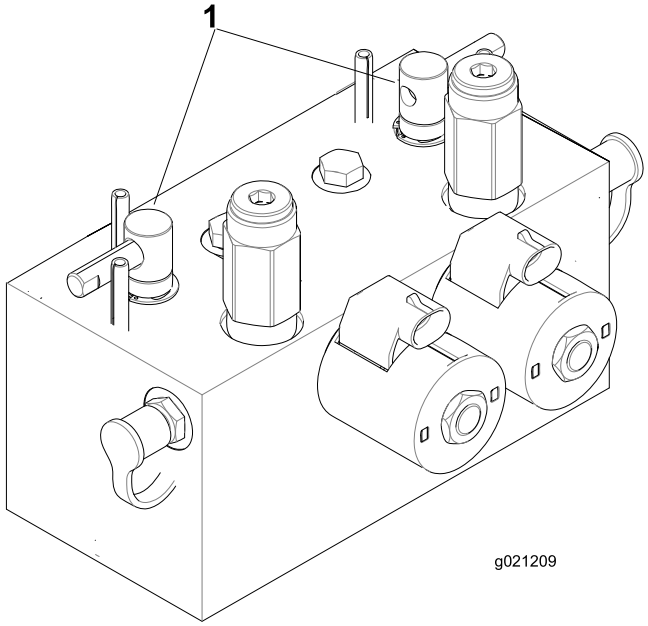

Figur 77
2. Lås opp og hev setet for å vise slipespakene (Figur 77).
5. Velg enten fremre, bakre eller begge slipespaker for å bestemme hvilke spoler som slipes (Figur 77).